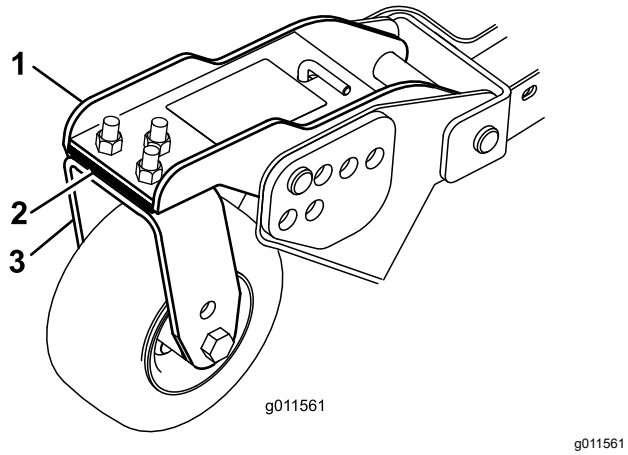

Figur 31
3. Justera mellanläggen (3 mm) på de främre svänghjulsarmarna så att de stämmer överens med klipphöjdsdekalen (Figur 31).
3. Om den inre eggen på sidoklippenheten är för hög i förhållande till den yttre eggen på den främre klippenheten, tar du bort ett mellanlägg från botten av den främre inre svänghjulsarmen på sidoklippenheten (Figur 31).